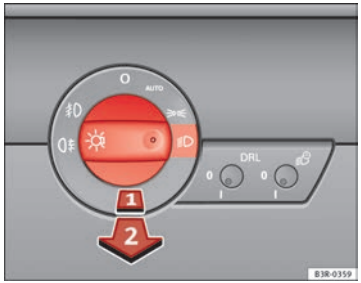

Fig. 83 Detailed view of the dash panel: Light switch
– Turn the light switch ⇒ Fig. 83 to position ≡D.
– Do ⇒ Fig. 83 **not** turn the light switch to the symbol.
– Then pull the light switch out to the *first* stop (1).
– First turn the light switch ⇒ Fig. 83 to the position or.
– Then pull out the light switch to the second stop (2) to switch on the rear fog light.